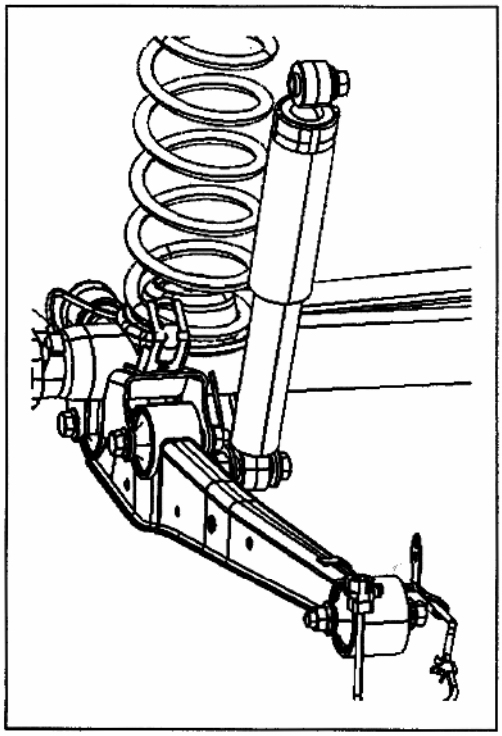

Рис. 554
1) Установите амортизатор, для правильной установки болта (Рис. 554).